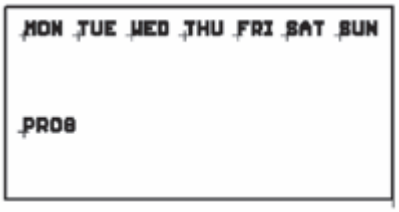

Figure B-14: Modifying or adding new programmes
1. Press 'PROG' button and hold for approx 2 seconds, the display will represent Figure B-14.